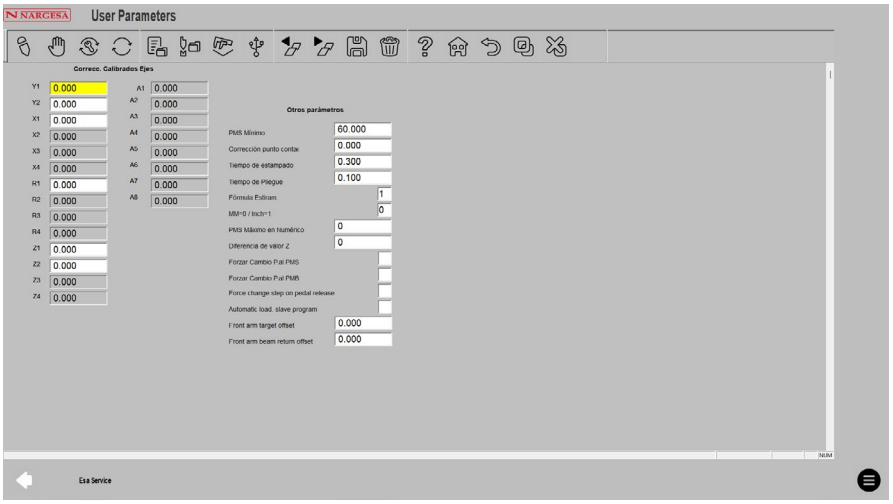

Figura 54. Página de parámetros de usuario
- Esta página contiene la siguiente información (figura 54):